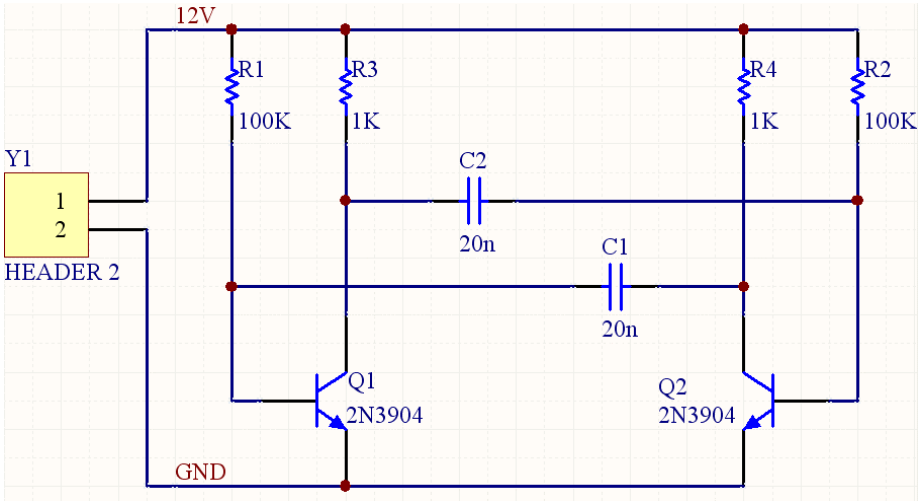

図 3. 配線が完了した回路図
11. 残りの回路を接続すると、結果は図 3 のようになります。
ワイヤがピンの終端と交差している場合は、ジャンクションを削除しても接続されます。先に進む前に回路図が図 3 のように作成されているか確認してください。